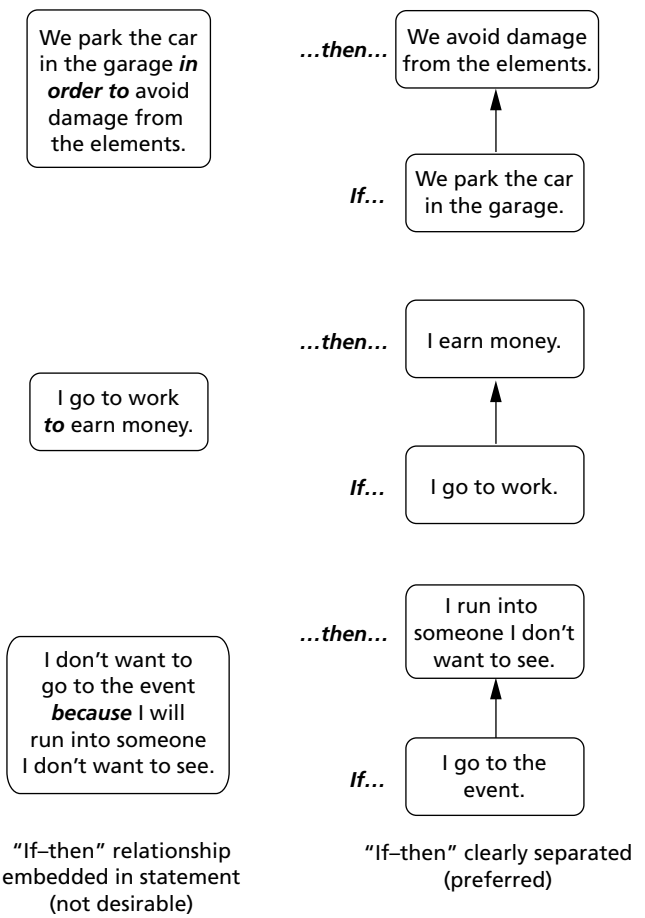

Figure 2.4 Structure: embedded "if-then."
- No embedded "if–then" statements (see Figure 2.4). It's very hard to isolate causes and effects when the two are wrapped together in a single statement. It would seem easy to avoid this trap: Just make sure the words "if" and "then" don't appear in your entity statements. But there is an insidious form of "if–then" that is indicated by the phrases "in order to . . ." or ". . . because. . . ." Since "if" or "then" aren't there, it may seem acceptable, but it wouldn't be.